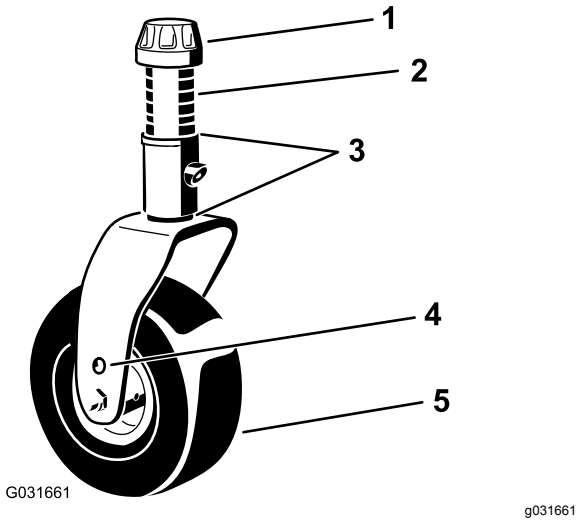

Figur 21
4. Brug den medfølgende styrehjulshættenøgle til at løsne strammehætten. Fjern den fra styrehjulsspindlens aksel, og skub styrehjulets aksel ud af styrehjulsarmen (Figur 21).